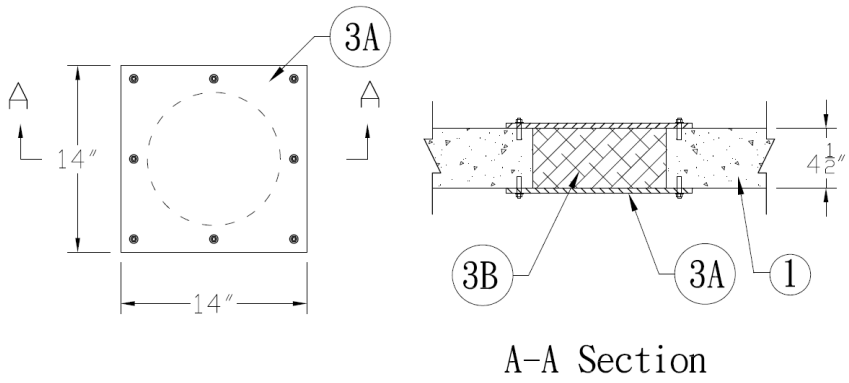

Figure 1. Through Penetration Firestop System
1. **SUPPORTING CONSTRUCTION:** Refer to Figure 1. Create a 10 in. diameter, round through-opening in a Code-conforming, 2 hour fire-resistance rated floor or wall assembly consisting of the following min. construction features:
2. **PENETRATING ITEM:** Refer to Figure 1 and Table 1. No penetrating item is present in this design.
3. **FILL, VOID, OR CAVITY MATERIAL:** Refer to Figure 1 and Table 1. Apply the following materials as indicated below: